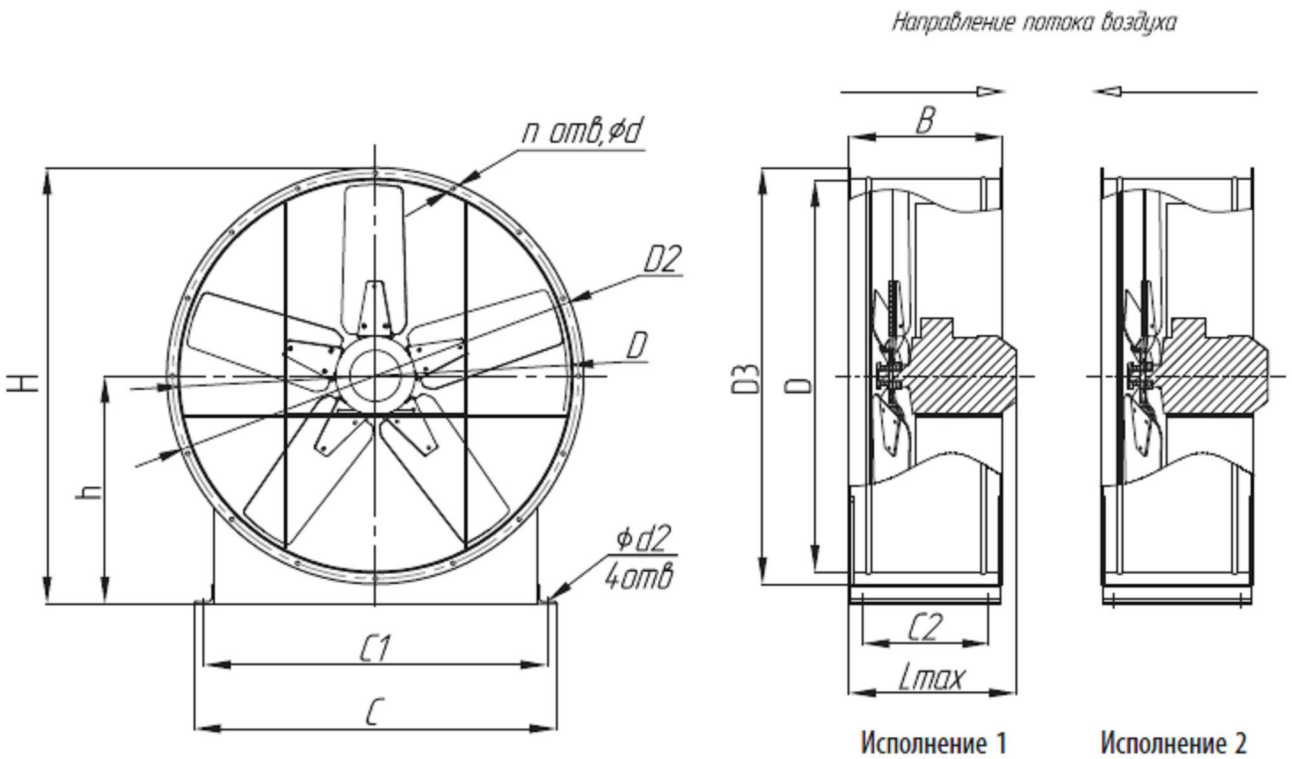

РИС. 1. Габаритные и присоединительные размеры вентиляторов ВО 06-300
1.2.2. Устройство вентиляторов, габаритные, присоединительные и установочные размеры вентиляторов указаны на рис. 1, табл. 1.